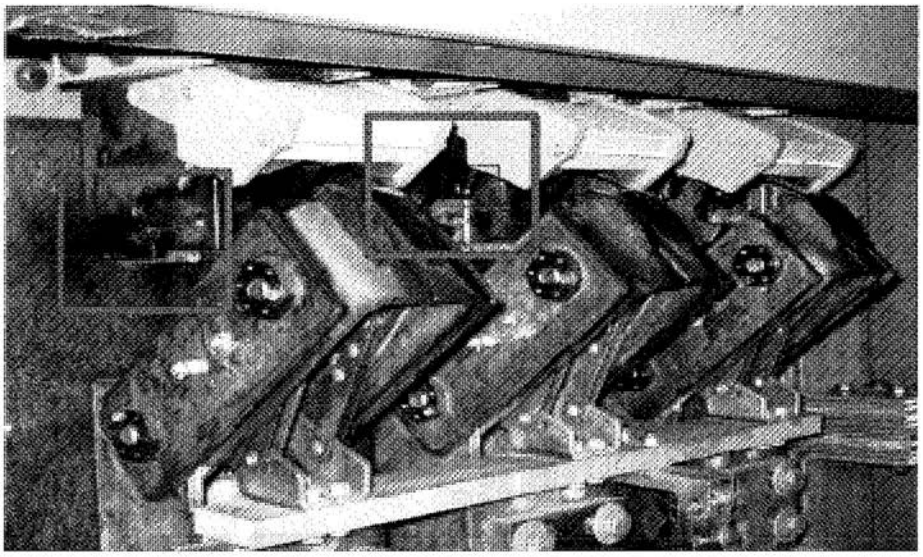

Figure 1
4.3.2.4 Verify that the conductors are of the correct size and type for the application. Visually check all electrical connections to the switch to be certain that such connections are clean and secure. Loose or contaminated connections increase electrical resistance, which can damage insulation and conductors and interfere with proper switch operation. Increased electrical resistance causes overheating of a connection. Such overheating is indicated by discoloration or cracks of the switch bases, discoloration or flaking of external metal parts, or melting or blistering of adjacent wire insulation. Pitting or melting of connection surfaces is a sign of arcing due to a loose or otherwise poor connection. (See Figures 1 and 2.)